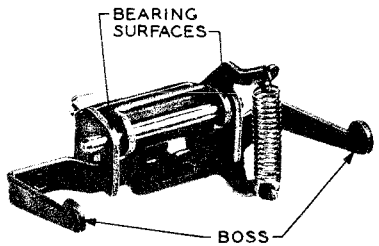

Fig. 26 — Operating Bracket Switch Assembly 500 Type Telephone Sets
- Clean bosses on operating bracket arms, spring anchor points, operating bracket, and shaft bearing points with KS-2423 cloth moistened in KS-7860 petroleum spirits and lubricate bearing surfaces with a No. 2 or softer graphite pencil (Fig. 26 and 27).